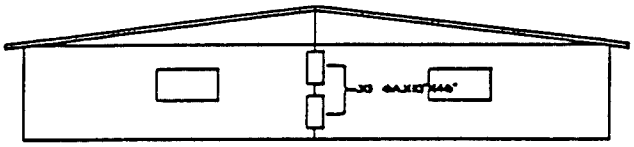

FIGURE 14
22. The front and rear endwalls should now be secured and finished. To secure the endwalls, position two pieces of 10"x48"x30 gauge metal centered in height of endwall. The metal should be fastened to the studs with 1 1/4" galvanized roofing nails placed 8" on center. (See Figure 14)